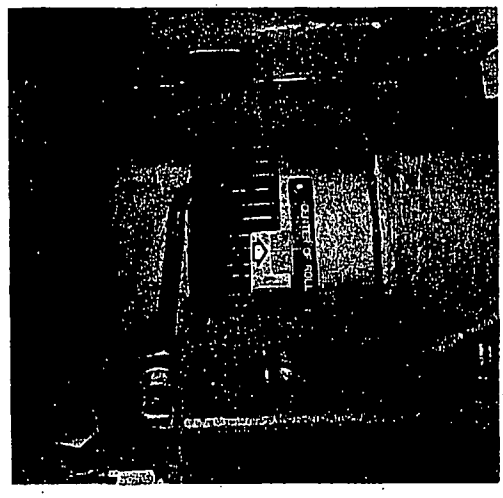

Fig. 17. This view located on left inside door 6 Fig. 2.
A. Jog the machine to the center of roll, lining up pointer and "center of roll" line on feed cam Fig. 17.